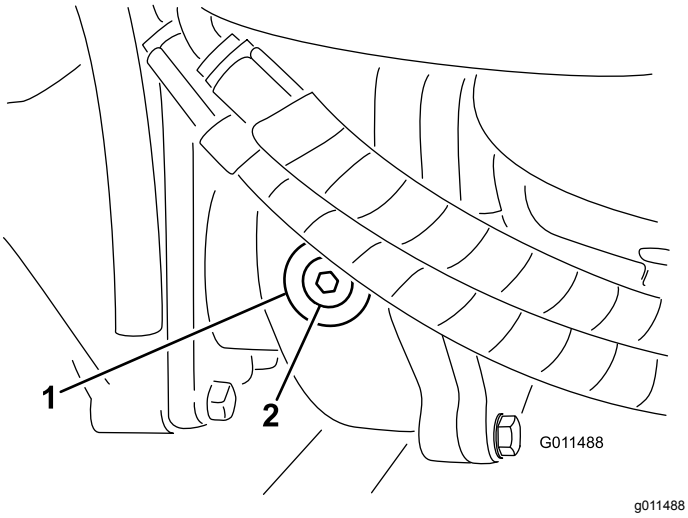

Figuur 14
2. Verwijder de controle/vulplug aan de linkerzijde van de tandwielkast (Figuur 14) en controleer of de tandwielolie tot aan de onderkant van de opening komt. Als het peil te laag is, vult u voldoende tandwielolie bij totdat het peil de onderkant van de opening bereikt.